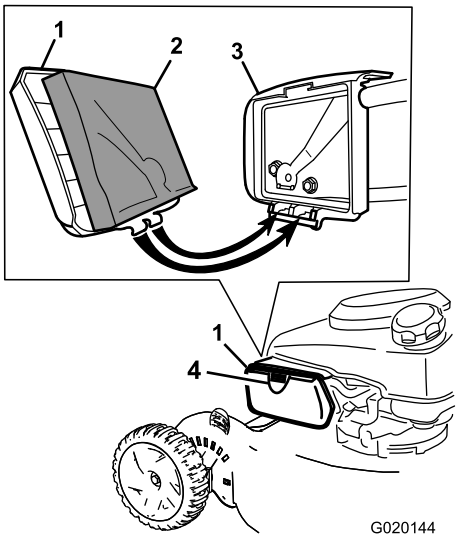

Figur 20
2. Tryck på knappen på luftrenarkåpan (Figur 20) och öppna kåpan.